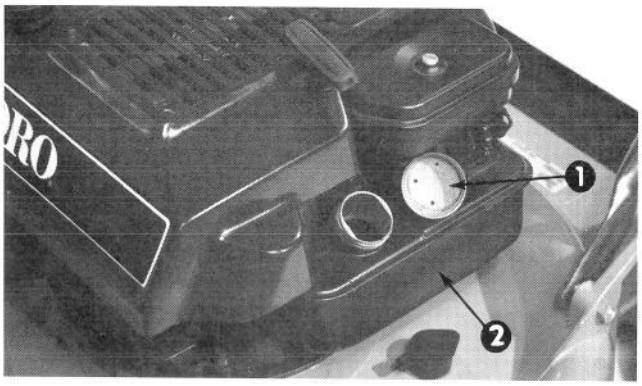

Figure 5
1. Remove cap from fuel tank (Fig. 5).